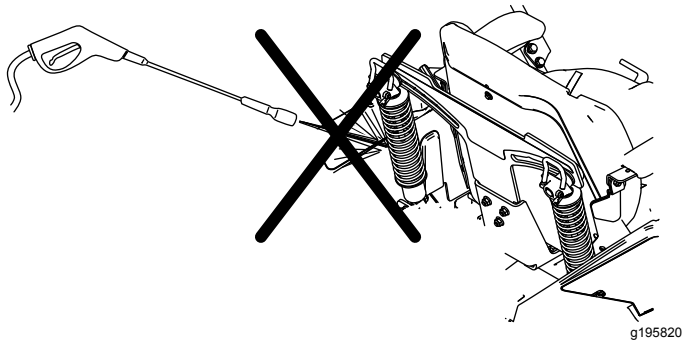

**Figuur 123**
**Opmerking:** Maak de schokdempers niet schoon met water onder druk (Figuur 123).